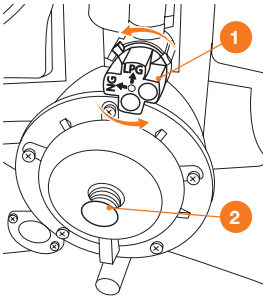

Рис. 8
- При необходимости переключите тип используемого газа с помощью вентиля ❶ (Рис. 8). **LPG** – сжиженный газ, **NG** – природный газ.
- Когда двигатель остановится поверните вентиль ❶ (Рис. 8) в положение **NG** и запустите двигатель согласно пункту «**ЗАПУСК ДВИГАТЕЛЯ**».
- Выпустите остаток газового топлива из топливной магистрали, нажав кнопку сброса давления ❷ (Рис. 8), расположенную на редукторе двигателя генератора.